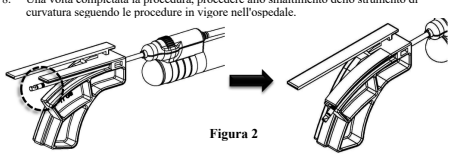

Figura 2
6. Prima di procedere alla curvatura (***Figura 2***), assicurarsi che la striscia nera più larga presente sulla cannula si estenda oltre l'estremità dell'aletta di curvatura. Se la suddetta striscia non si estende oltre l'estremità dell'aletta, il manipolo potrebbe non funzionare correttamente dopo essere stato sottoposto a curvatura.
NOTA: la punta della cannula per i manipoli da 15 ga, 10 cm e 13 ga, 10 cm non si estende sopra la linguetta di curvatura come illustrato in ***Figura 2***. Per questi manipoli, inserirle semplicemente (fino al punto limite) nello strumento di curvatura prima della curvatura.